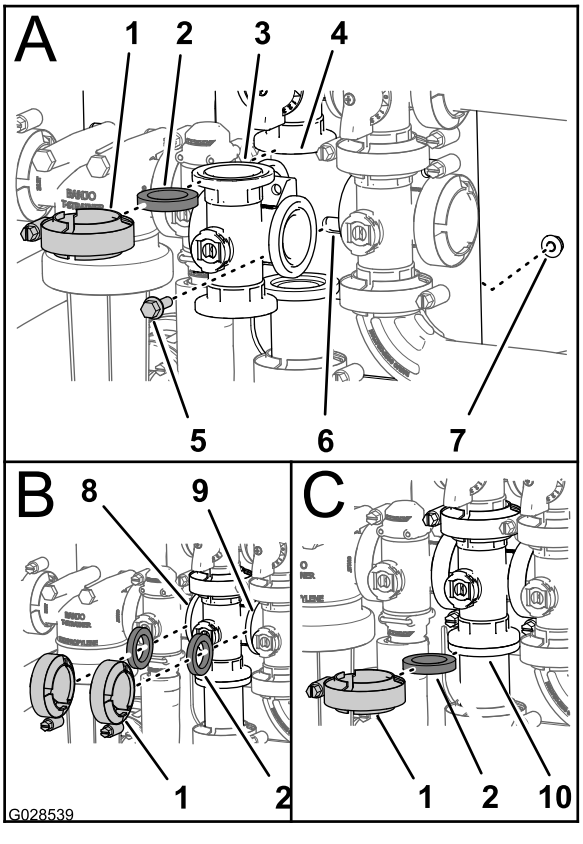

Figur 102
1. Innrett flensen på risteventilmanifoldet, en pakning og flensen på omløpsspak for risteventil (A av Figur 102).
2. Sett sammen risteomløpsventilen, pakningen og risteventilmanifolden med en klemme som du strammer for hånd (A av Figur 102).
3. Plasser en pakning mellom flensene på manifolden for mengderegulatorventilen og risteventilmanifolden (B av Figur 102).
4. Sett sammen mengderegulatorventil, pakningen og risteventilmanifolden med en klemme som du strammer for hånd (A av Figur 102).
5. Plasser en pakning mellom flensene på risteventilmanifolden og hovedbomventilen (B av Figur 102).
6. Sett sammen risteventilmanifolden, pakningen og hovedbomventilen med en klemme som du strammer for hånd (B av Figur 102).
7. Plasser en pakning mellom flensene på risteventilmanifolden og adapterfestet på risteregulatorventilen (C i Figur 102).
8. Sett sammen risteventilmanifolden, pakningen og adapterfestet med en klemme som du strammer for hånd (C i Figur 102).